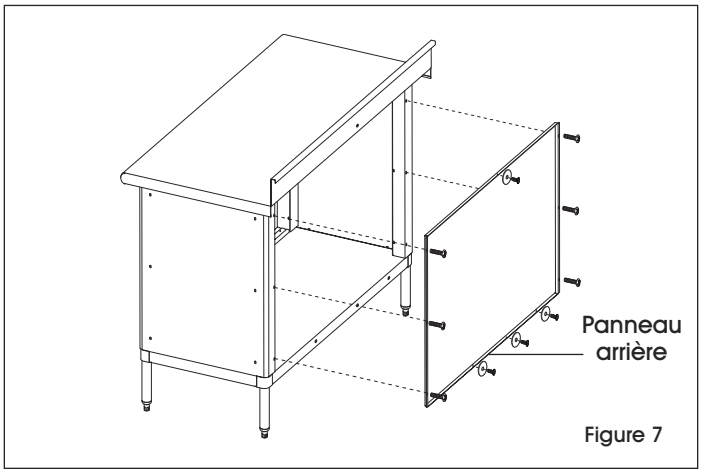

Figure 7
8. Placez le panneau arrière sur la tablette en orientant le rebord vers l'extérieur et vers le bas. Fixez aux panneaux latéraux à l'aide de six grands boulons cruciformes. Fixez au côté de la tablette inférieure à l'aide de trois vis à tôle à tête cruciforme et trois rondelles, et au centre de l'arrière de la surface de table à l'aide d'une vis à tôle à tête cruciforme et une rondelle. (Voir Figure 7)